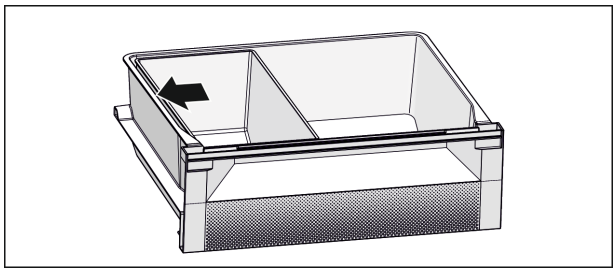

Fig. 7
▶ For an optimum cooling function: Position Fish & Seafood tray according to illustration (see Fig. 7) .